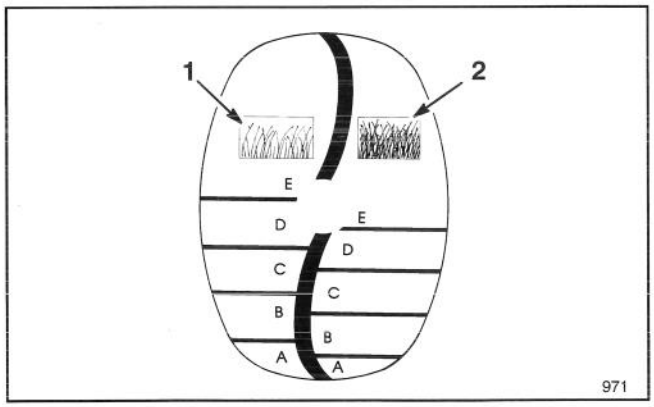

Figure 12
1. Before starting the engine and beginning to mow, push the mower into the grass. Stop when the letters on the SmartWheel design on the rear left wheel are upright (Fig. 12).
2. Using the coded SmartWheel design (Fig. 12), compare the tips of the grass blades to the letters on the belt cover. Whichever letter the tips of the grass blades correspond with is the proper cutting height.